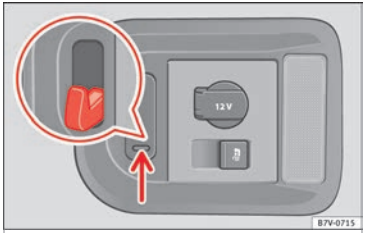

Bild 172 I bagageutrymmet: upphängningskrokar
På högra sidan i bagageutrymmet finns upphängningskrokar ››› **bild 172** som kan användas för att sätta fast mindre påsar.
- Tryck ner upphängningskrokarna ››› **bild 172** (se pil) och fäll ut dem.